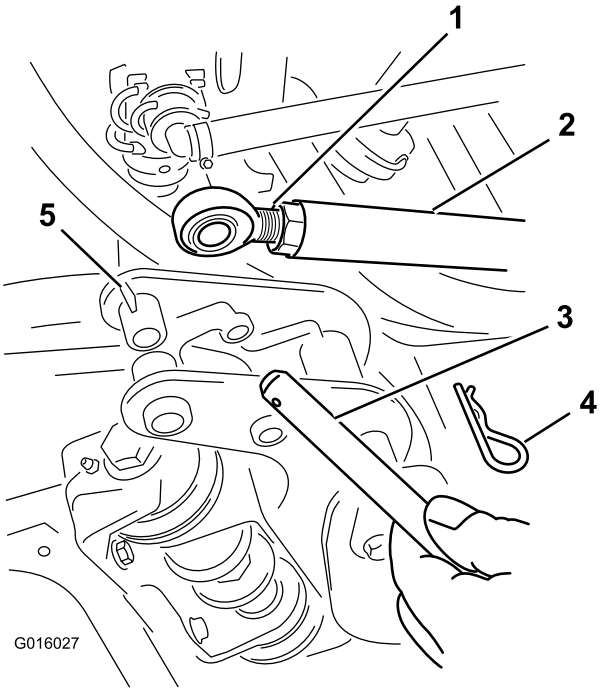

Figuur 4
2. Verwijder de R-pen van de spuitbomen en trek de pen uit de stang om de stang los te maken van de scharnierpenbehuizing van de spuitboom (Figuur 4).